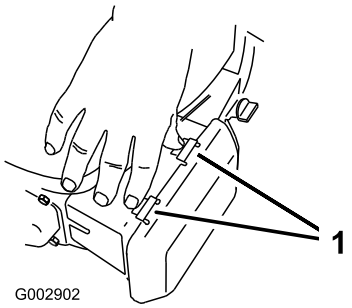

Figuur 38
1. Druk de lippen van de vergrendeling bovenop de luchtfilterdeksel omlaag (Figuur 38).